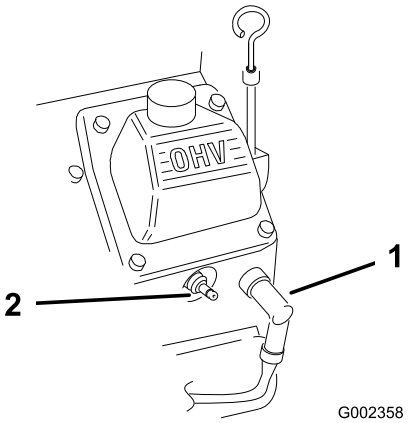

Figur 28
2. Koble ledningene fra tennpluggene (Figur 28).